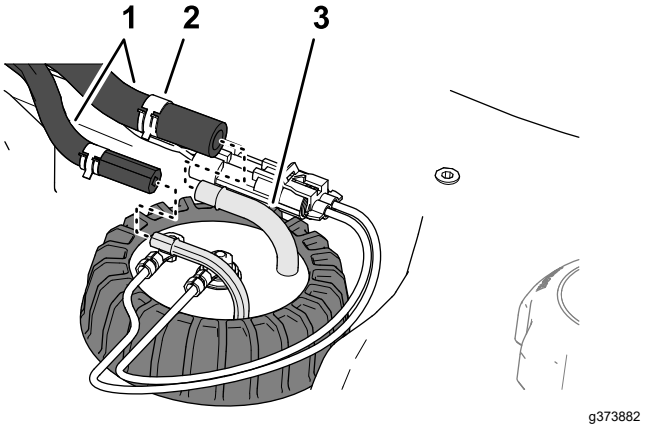

Figur 93
5. Montér slangen på brændstofsenderens fittings, og fastgør slangerne til fittingsene med klemmerne (Figur 93).